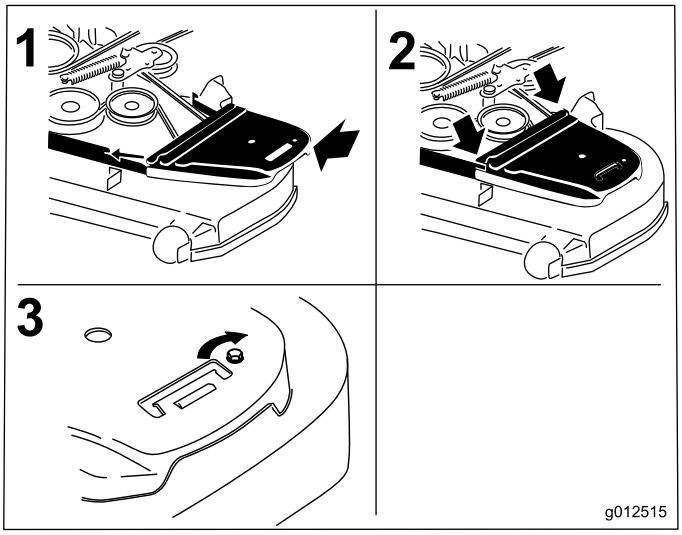

Figuur 75
12. Plaats de drijfriemkappen en de bijbehorende bouten (Figuur 75).